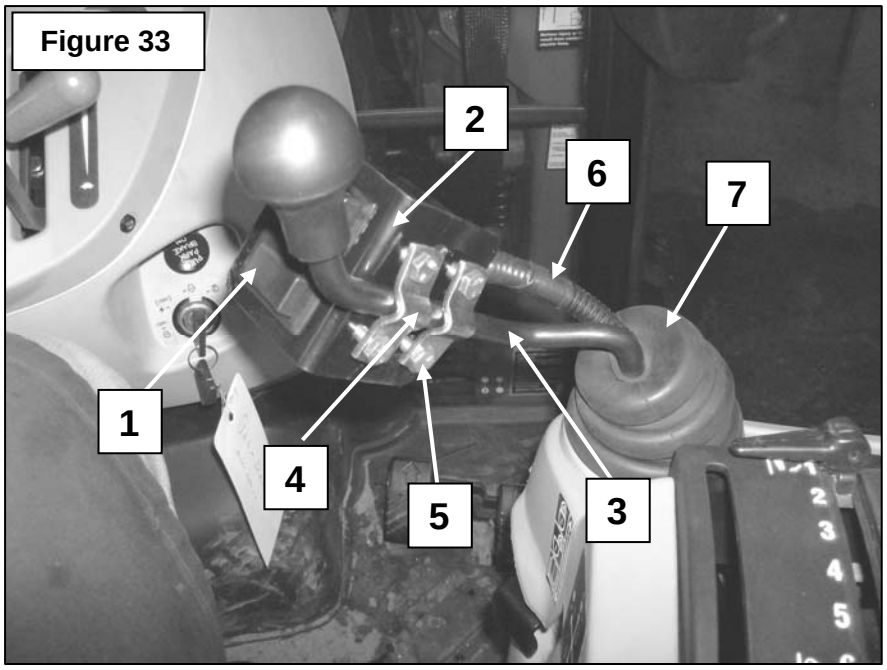

Figure 33
NOTE: Figure 33 represents a tractor with a cabin but the same installation procedure applies to a tractor without a cabin.
1. **Figure 33:** Install the switch (item 1) in one of the holes of the switchbox (item 2). Place the switchbox against the control stick of the front loader (item 3) and secure in place with the two clamps (item 4) and the four 1/4"NC X 3/4" lg.hex. bolts (item 5).
2. **Figure 33:** Insert the wire harness (item 6) through the rubber boot (item 7).